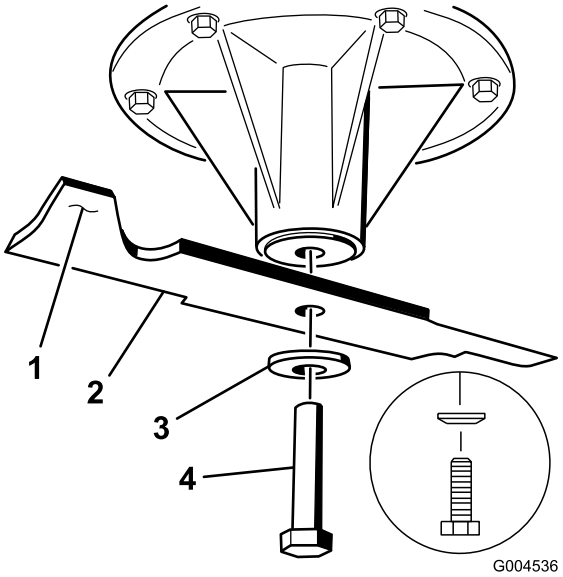
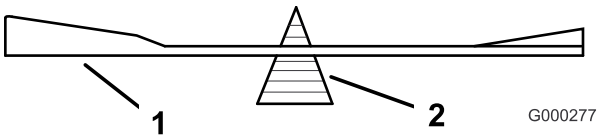

Figure 78
Figure 80
2. Enlevez de l'axe, le boulon, la rondelle bombée et la lame (Figure 78).
2. Vérifiez l'équilibre de la lame en la plaçant sur un équilibreur (Figure 80). Si la lame reste horizontale, elle est équilibrée et peut être utilisée. Si la lame est déséquilibrée, limez un peu l'extrémité de la partie relevée seulement (Figure 78). Répétez la procédure jusqu'à ce que la lame soit équilibrée.